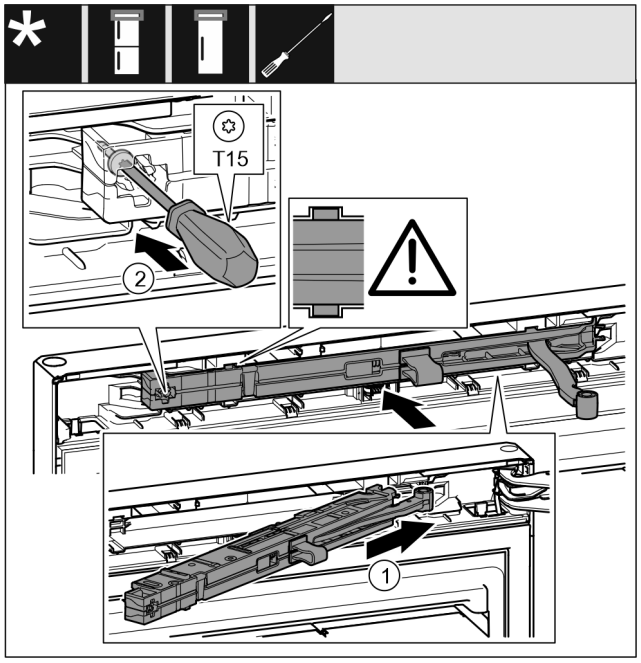

Fig. 71
▶ On the swap bearing block side, slide the closing damper unit *Fig. 71 (1)* into the recess at an angle up to the stop.
▶ Use a screwdriver to tighten the screw *Fig. 71 (2)*.